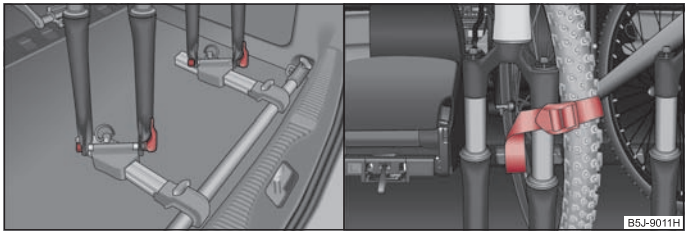

Fig. 68 Put in the bicycle / fastening the front wheel
- Fit the bicycle fork onto the fixing axle and tighten with the quick tension jack ⇒ fig. 68.